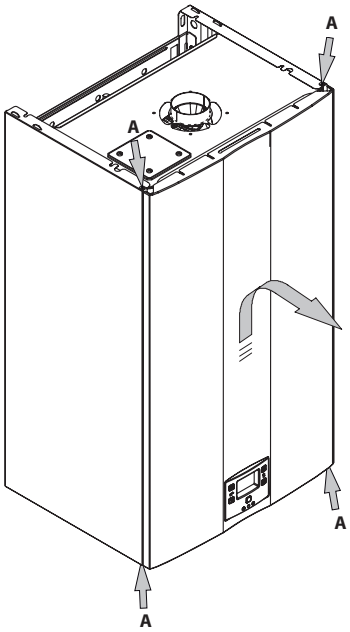

Рисунок 8.1
- Снять винты **A**. Снять переднюю панель, потянув ее на себя (Рисунок 8.1).